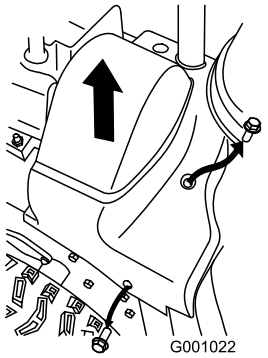

Figura 44
2. Alzate il lato destro del paracinghia (Figura 44).